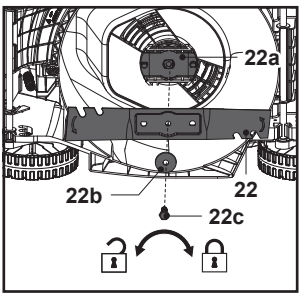

**Fig. 21**
5. Sustituya la cuchilla (22) por una nueva del mismo tipo. Observe primero el husillo para comprobar en qué estado se encuentra el soporte de la cuchilla (22a) y luego coloque la cuchilla (22) en su soporte (22a) alineándola con las marcas de este (22a). Fije el conjunto con la arandela plana (22b) y el perno de montaje (22c), y apriete a mano.
6. Sujete firmemente la cuchilla (22) con las manos protegidas con guantes de alta resistencia o un palo de madera y apriete el perno de montaje (22c) girándolo hacia la derecha a un par de 25-30 Nm para garantizar el funcionamiento seguro de la máquina (Fig. 21).